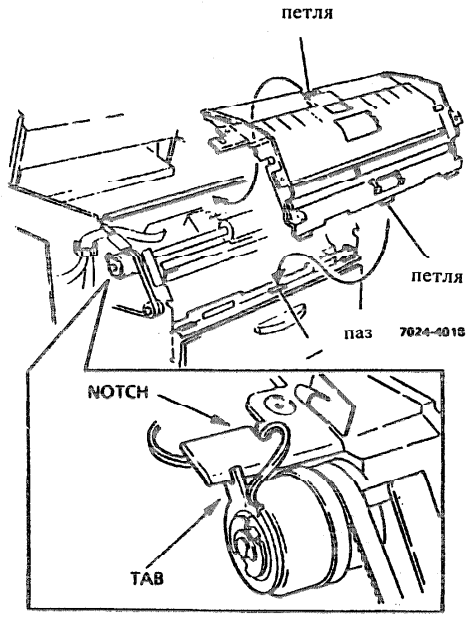

Рис. 6. Муфта автоподатчика
- Убедитесь, что петля муфты автоподатчика зацеплена (рис. 6).